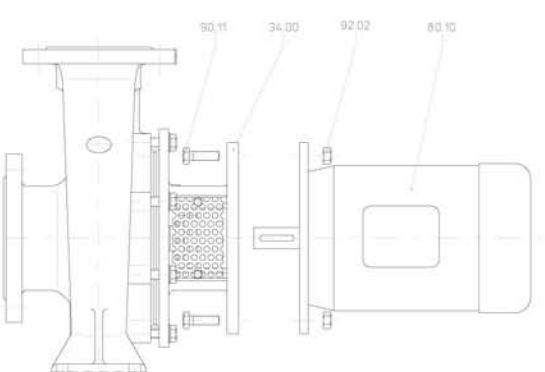

Fig.1
4. Monte el motor según fig. 1.